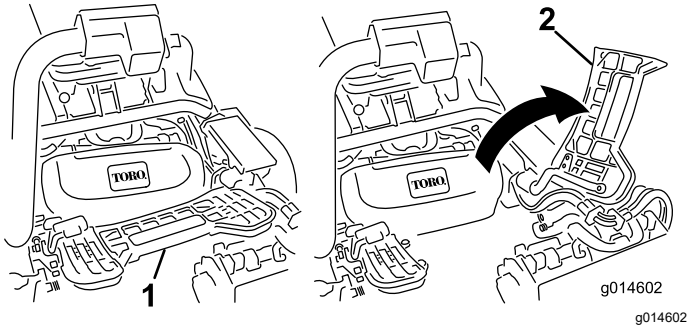

**Figuur 47**
1. Klap de voetsteun omhoog zodat u bij de middelste maai-eenheid kunt (Figuur 47).